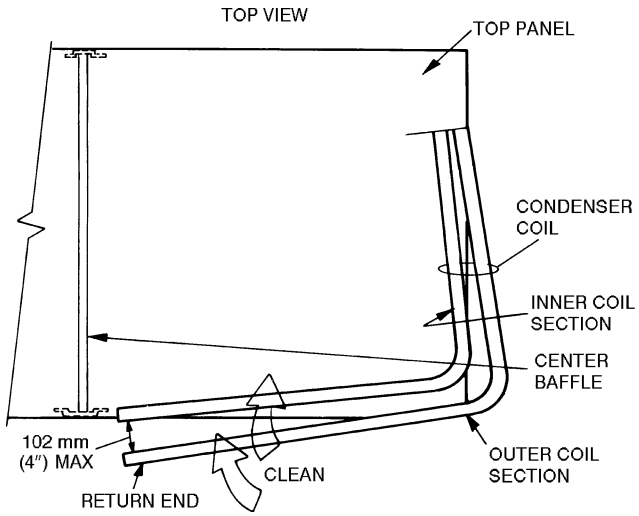

**Fig. 47 — Separating Coil Sections**
5. Remove fastener holding coil sections together at return end of condenser coil. Carefully separate the outer coil section 3 to 4 in. from the inner coil section. See Fig. 47.